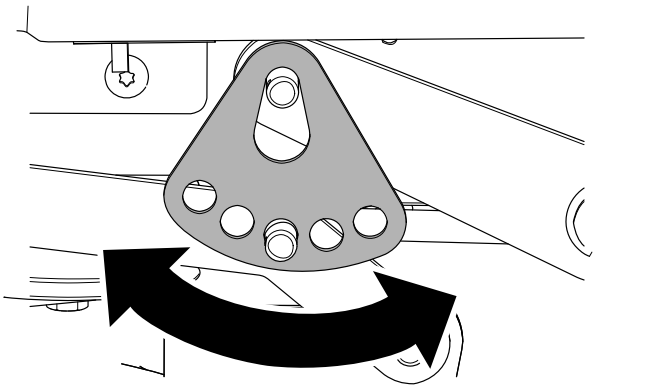

Figura 74
7. Rode a placa da altura de corte para um furo diferente de forma a que suporte o peso da plataforma do cortador depois de instalar a placa (Figura 74).
8. Instale a anilha e o perno de gancho (Figura 74).